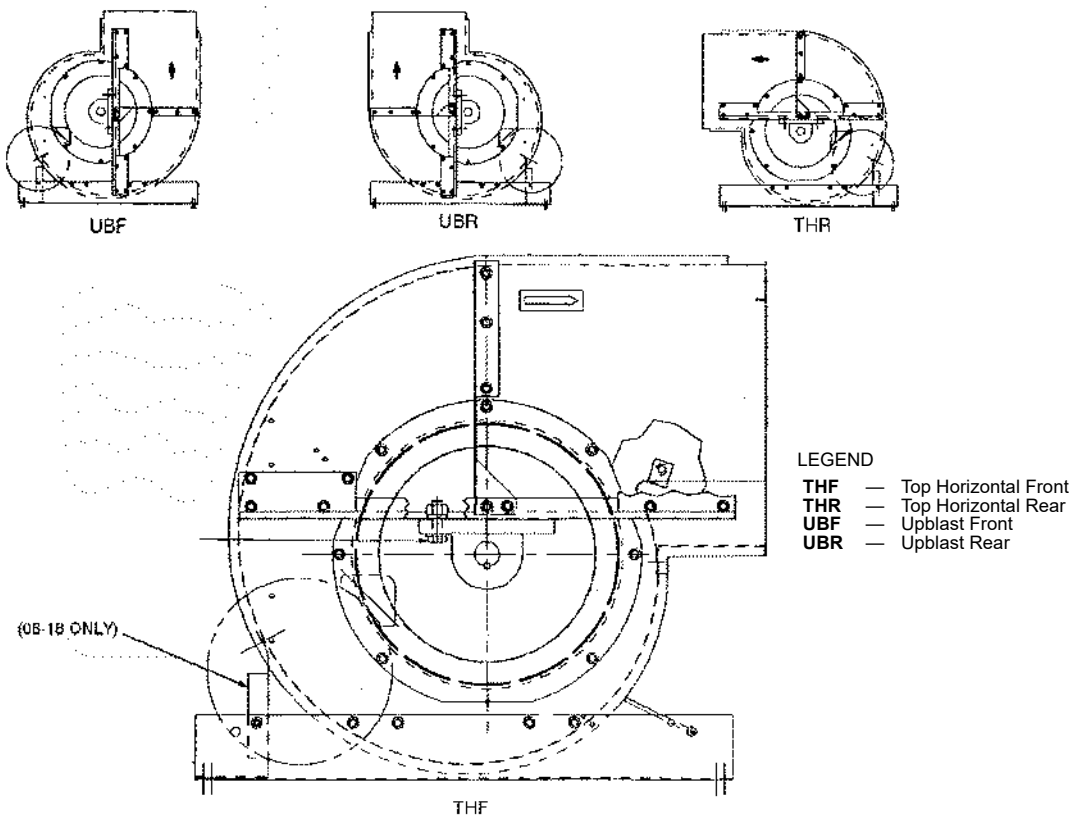

Fig. 76 — Fan Discharge Positions, Sizes 03-18
1. Sizes 03-18 — See Fig. 76. It is not necessary to remove the bearing support channels from the fan housing.